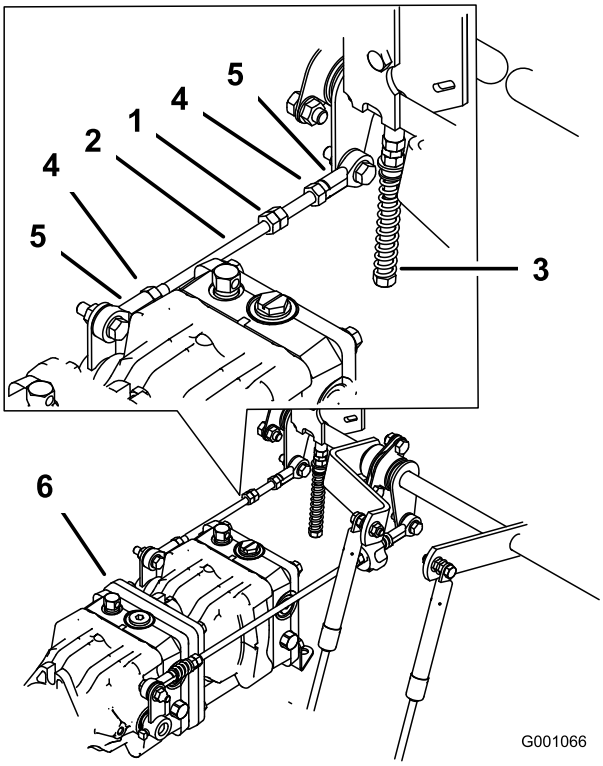

Figur 74
1. Løsne låsekontrollen ved kuleleddet på pumpens kontrollstang (Figur 74).
3. Juster lengden på pumpestangen ved å dreie dobbelmutrene på stangen i korrekt retning inntil hjulet ikke beveger seg eller kryper noe i revers (Figur 74).
6. Stram til låsemutrene ved kuleleddene (Figur 74).